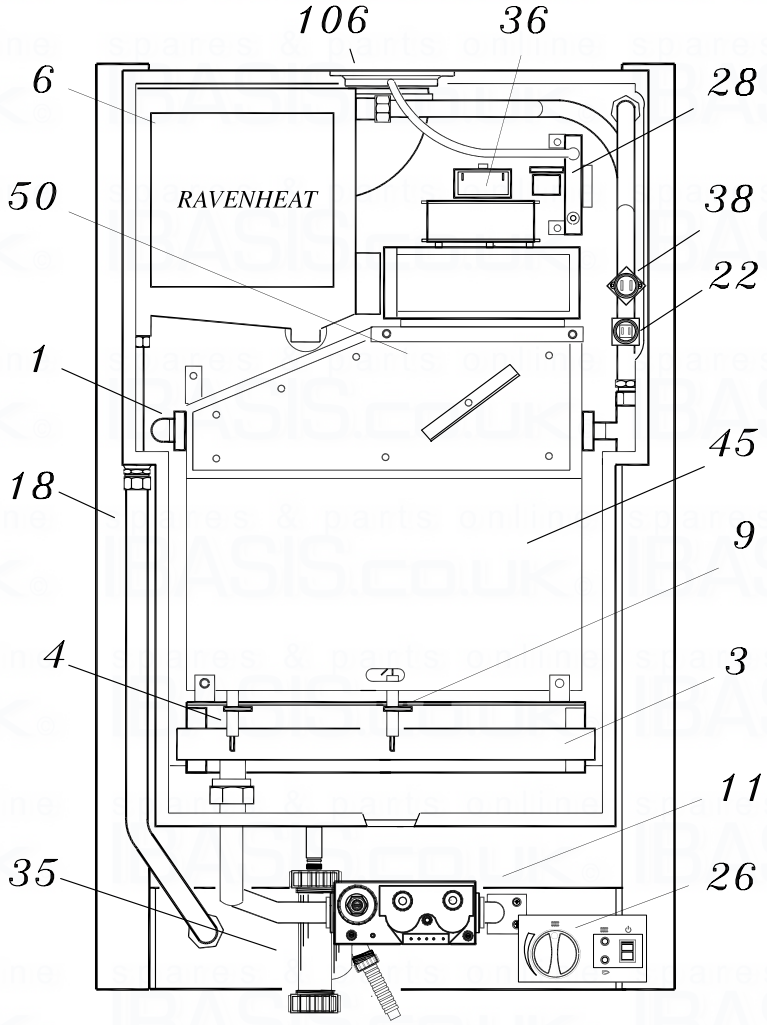

Fig.1
BASIC COMPONENTS - (See figure 1)
1.2.1 Fig 1 illustrates the general layout of components.